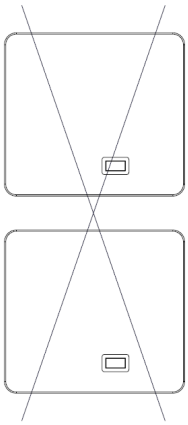

Abb. 7: Verbotene Montageposition
Mindestabstände zu den Gehäuseseiten beachten, siehe Abb. 7
2. Montageposition des Gerätes bestimmen. Einhaltung der Mindestabstände prüfen (Abb. 7).